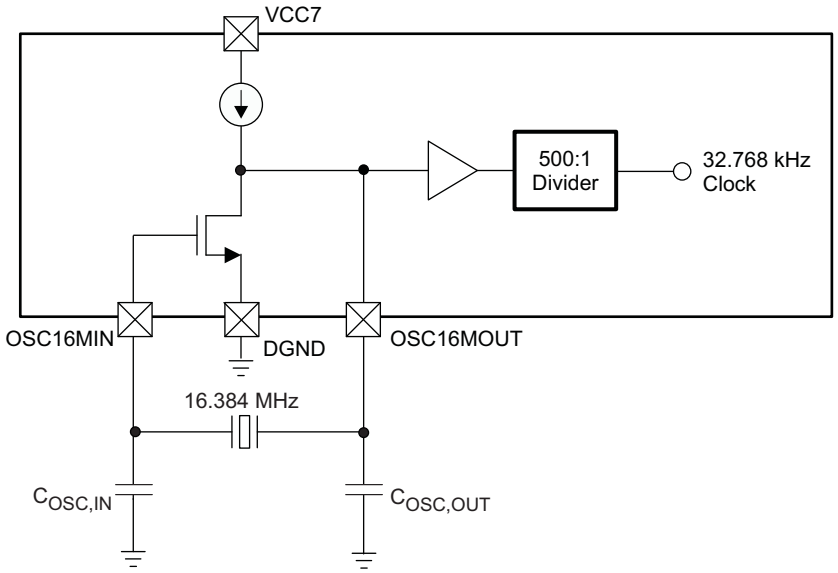

**Figure 15. 16-MHz Crystal Oscillator**
**Crystal Oscillator** To use the crystal oscillator, a 16.384-MHz crystal should be placed between the OSC16MIN and OSC16MOUT pins. The OSCEXT32K pin should be grounded. The 32-kHz clock is produced by dividing the crystal oscillator output by 500. A higher-frequency crystal is used to accelerate the start-up time of the device. Figure 15 shows an essential schematic of the oscillator .